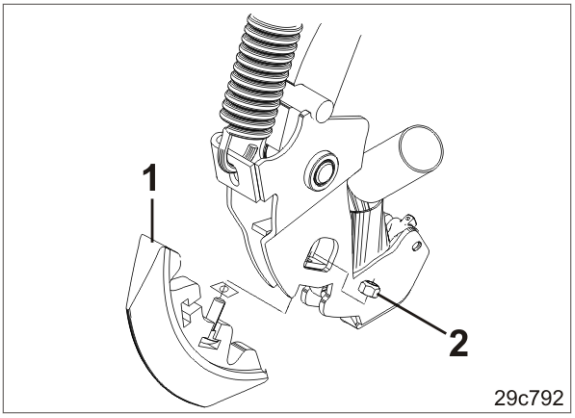

Fig. 232
3. Mutter (Fig. 232/2) lösen und die Schleppdünger-Scharspitze (Fig. 232/1) austauschen.